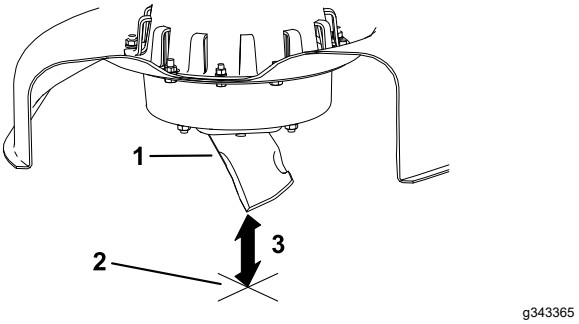

Figur 32
5. Mål fra spidsen af skærekniven til den plane overflade (Figur 32).